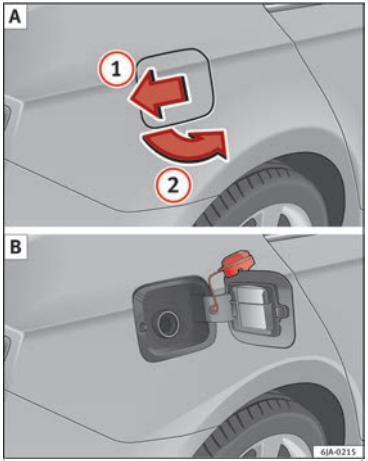

Fig. 48 Vehicle as seen from the rear right: fuel tank flap/fuel tank flap with tank unscrewed cap attached.
- Press the fuel tank flap in the direction of the arrow (1) ››› **Fig. 48 A** and open it in the direction of the arrow (2).
- Rest it on the upper part of the fuel tank flap ››› **Fig. 48 B**.